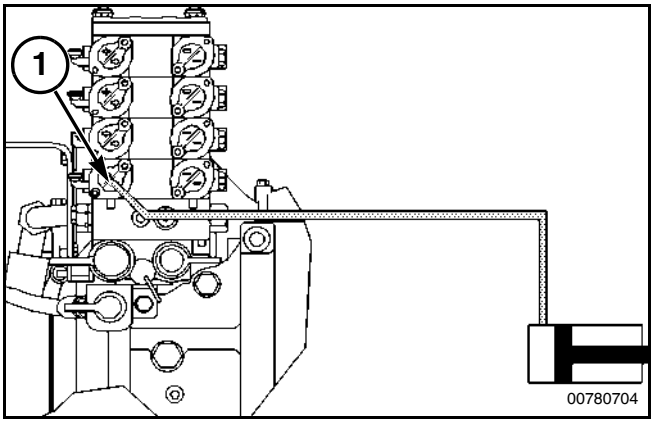

Рис. 165
Рис. 165: Как правило, к гидравлическому цилиндру одностороннего действия необходимо присоединять только один шланг. Подсоедините шланг к разъему + (1) соответствующего гидравлического клапана управления. Чтобы выдвинуть шток цилиндра, потяните рычаг управления назад в положение выдвижения. Чтобы втянуть шток цилиндра, передвиньте рычаг вперед в положение втягивания.